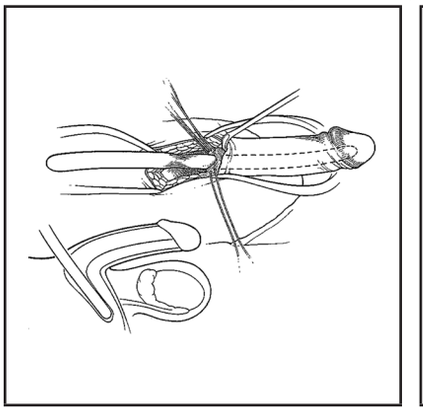

Figure 15. Infrapubic: Dilate
2. After dilating one corpus cavernosum, incise and dilate the adjacent corpus cavernosum following the same procedure (Figures 15 and 16).